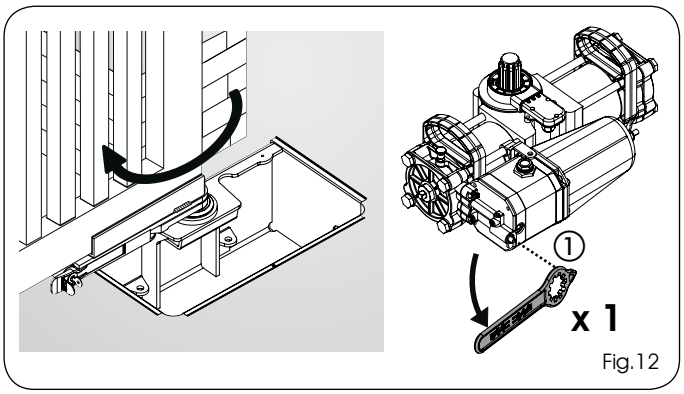

Fig.12
2) Consulting the instructions in chapter 7.1, hydraulically release the operator, using the key (Fig. 1 ref. ⑱) on the release screw (Fig. 12 ref. ①)